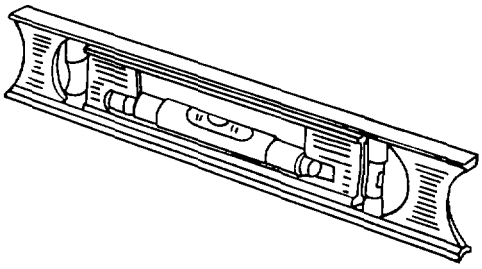

Figure 3-1. Master Precision Level
(1) Master precision level. The master precision level, shown in figure 3-1, has a ground and graduated main vial. The top and bottom of the level are milled and ground to make sure both surfaces are absolutely parallel. This level is used to determine the true horizontal with the main vial. The true vertical is determined by using the two smaller vials.